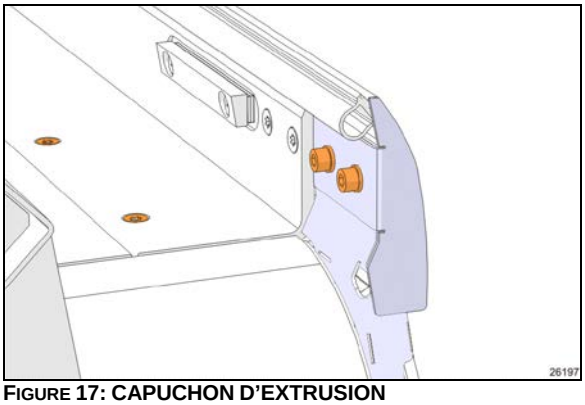

FIGURE 17: CAPUCHON D'EXTRUSION
7. Enlever les vis de l'extrusion supérieure et les deux capuchons (Figure 17)